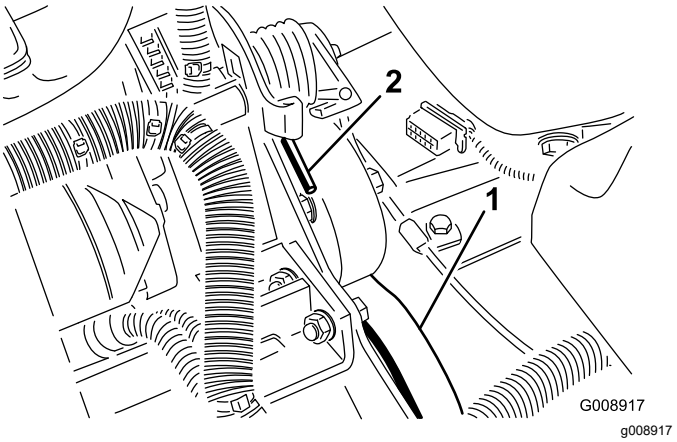

Figuur 76
2. Druk het uiteinde van de veer omlaag en naar voren (Figuur 76) om deze los te maken van de beugel en de veerspanning op te heffen.